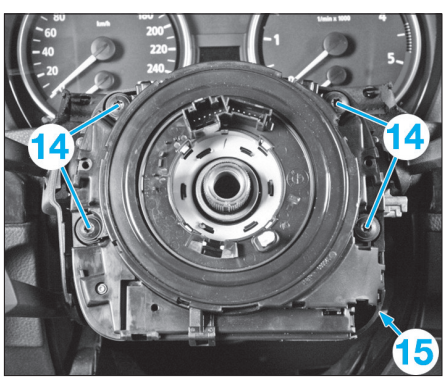

Fig. 9
• Déposer les vis (14), débrancher les connecteurs (15) puis déposer l'ensemble commodos / contacteur tournant **(Fig.9)**.